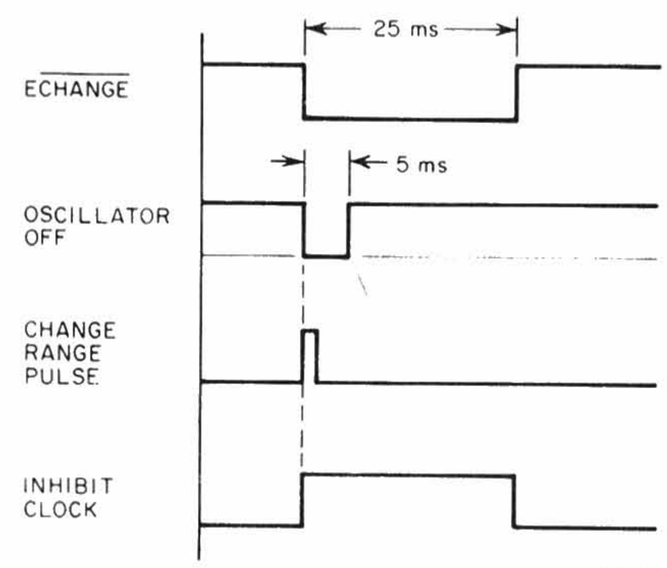

Figure 4-4. Oscillator timing.
Q5 and Q7 function as a switch to gate off the oscillator when the bridge is either changing range, as denoted by signal $\overline{\text{ECHANGE}}$ (duration of 25 ms or less), which is a "0" during a change of range; when leakage is being measured, denoted by a "1" $\overline{\text{PLEAKOFF}}$ signal from flip-flop IC28 on the P board; or when the oscillator is programmed "off" by signal QOSCOFF. A "0" at IC2(8) turns on Q7, which turns on Q5 to provide the oscillator signal to the power amplifier (J board) and then to the part under test. The timing circuit (R24, C7) reduces the 25-ms or less $\overline{\text{ECHANGE}}$ pulse to 5 ms, therefore inhibiting the oscillator during the first 5 ms of a range or possible range change. This allows the oscillator signal to propagate through the circuits after the range has been changed but before the range-change inhibit is removed. Figure 4-4 illustrates the range-change timing and oscillator timing sequence.